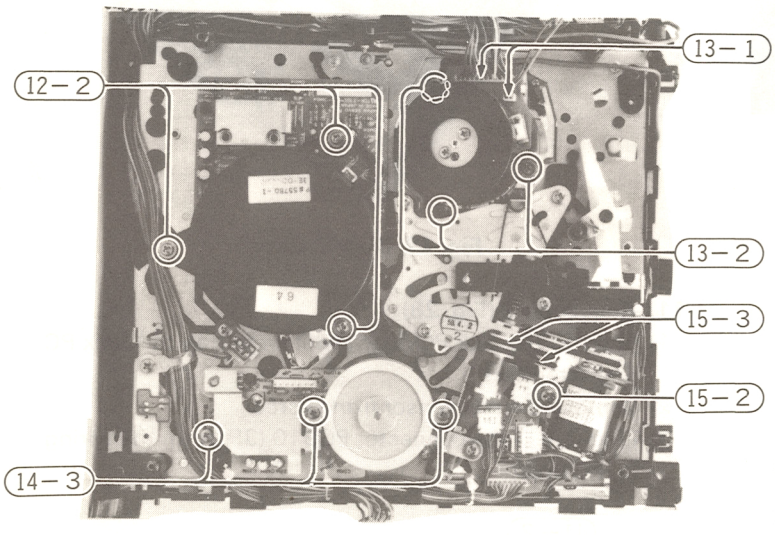

Fig. 29 Motors
**14. Reel motor (Fig. 29)**
**15. Loading motor (Fig. 29)**
**12. Capstan motor (Fig. 29)**
**13. Cylinder motor (Fig. 29)**